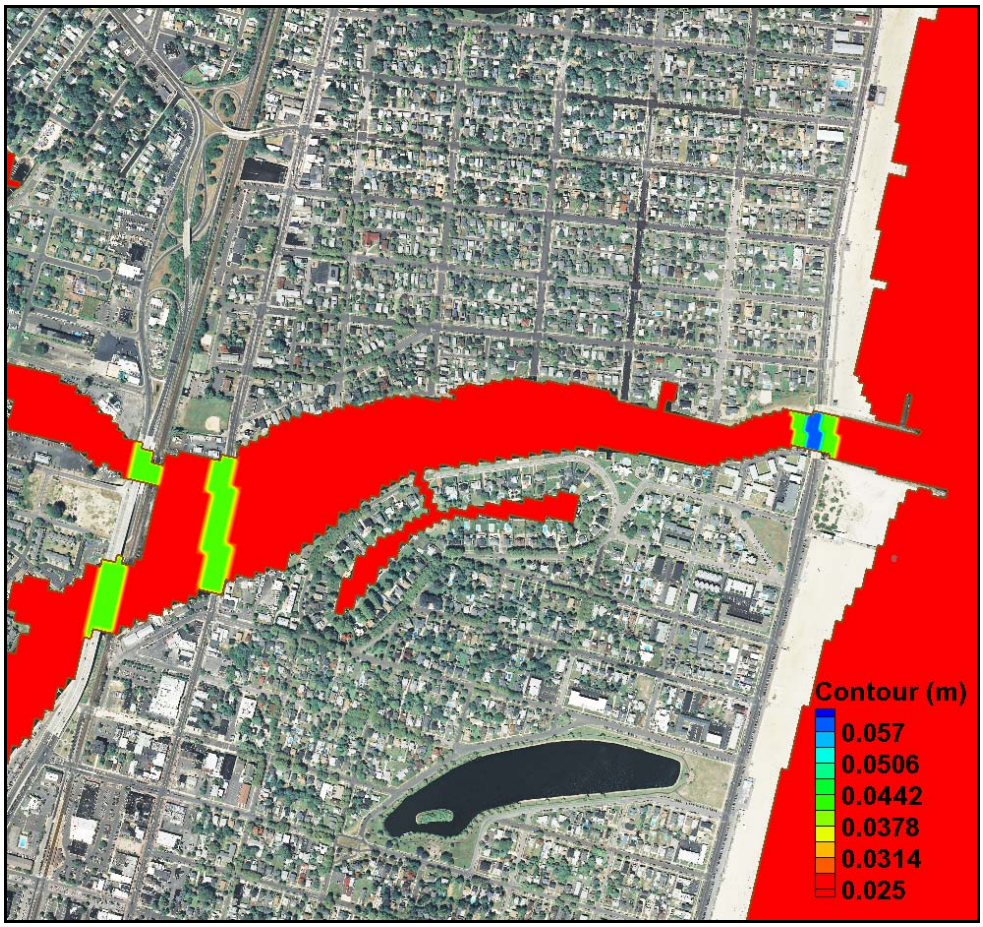

Figure 18. Manning n contours after modifying the areas under all three bridges.
6. Next, modify the Manning's n value from 0.25 to 0.3 underneath the locations of the bridges as shown in Figure 18,